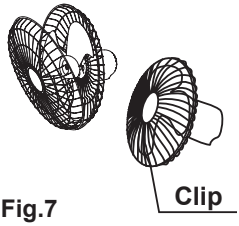

Fig.7
3. Fasten the front grill and the rear grill by the grill clip. (Fig. 7)